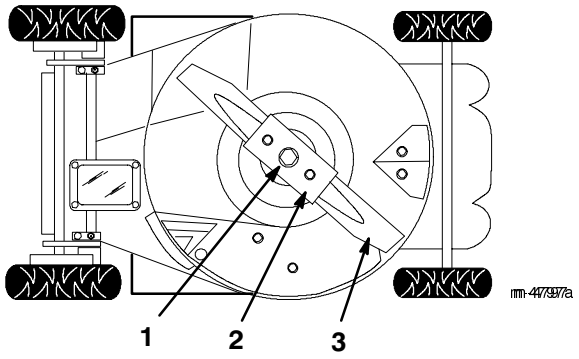

Figure 26
3. Tip the lawn mower onto its **left** side (Fig. 26).
2. Remove the blade bolt, the lock washer, the blade, and the blade stiffener (Fig. 26).